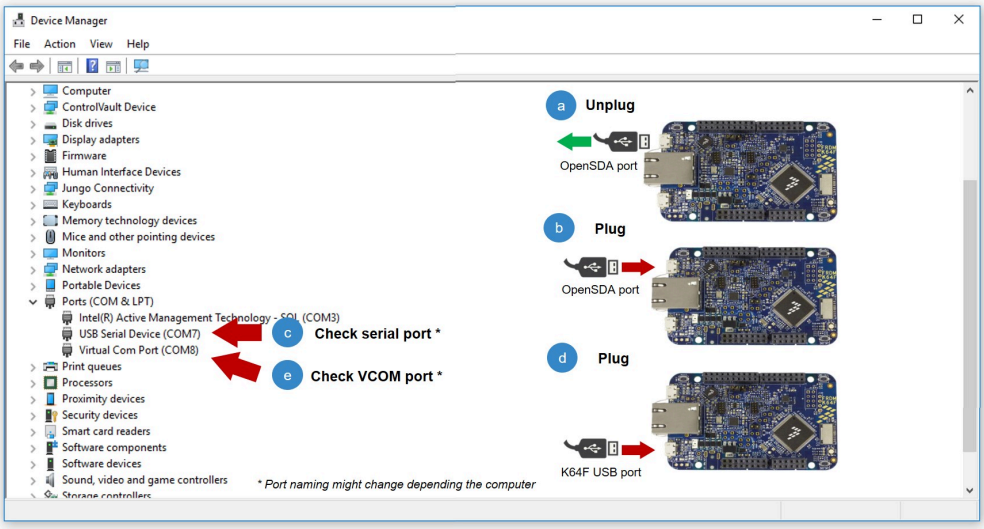

Figure 27. Check VCOM and serial ports
5. The serial and VCOM ports should be recognized by your Device Manager. To check that the ports are recognized, follow the steps indicated in Figure 27: